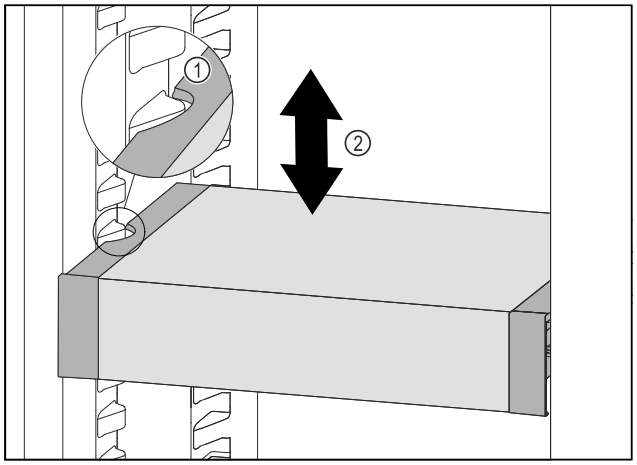

Fig. 123
▶ Pull VarioSafe forwards until the recesses in the side of the VarioSafe are at the level of the support rib in the refrigerator compartment. *Fig. 123 (1)*
▶ Move VarioSafe up or down in the refrigerator compartment until the desired height is reached. *Fig. 123 (2)*